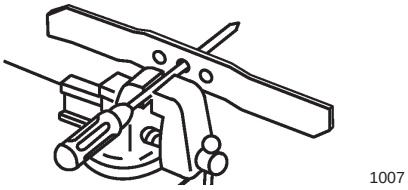

Bild 31
1. Kontrollieren Sie die Wucht des Messers, indem Sie das mittlere Loch im Messer über einen Nagel oder einen Schraubenzieherschaft hängen, den Sie horizontal in einen Schraubstock einklemmen (Bild 31).